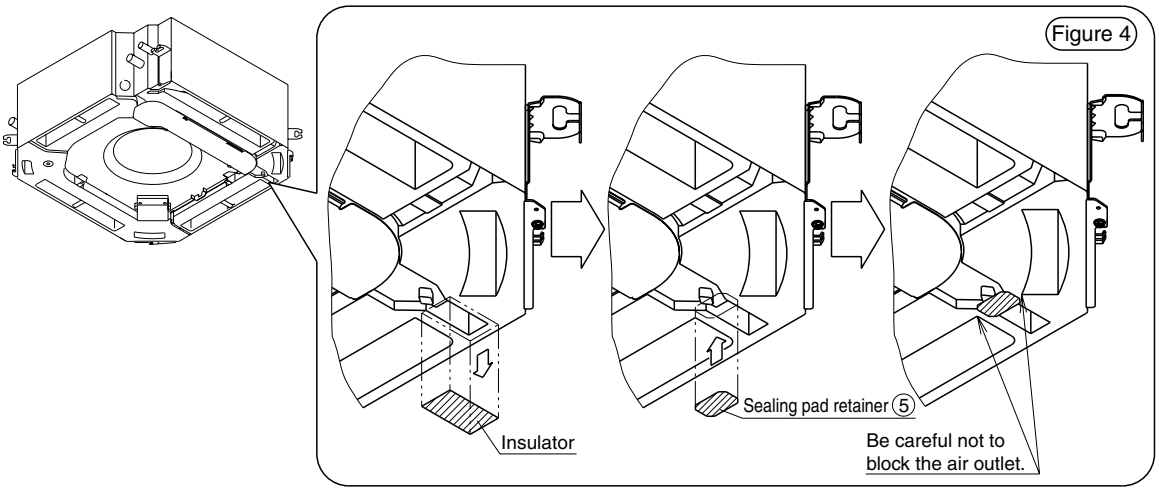

Figure 4
4) Before mounting the decoration panel, remove the insulator, and stick the sealing pad retainer ⑤ to the indoor unit drain pan. (Figure 4)